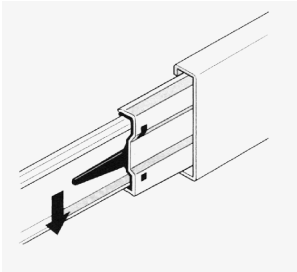
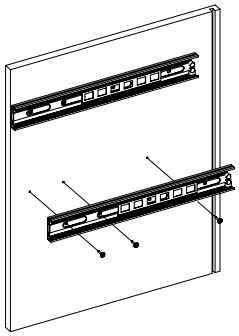

Рис.1
Рис.2
1. Подготовте детали к сборке. Отсоединить от основания телескопических направляющих внутренние планки, отогнув пластиковый рычажок фиксатора (Рис. 1). Основания телескопических направляющих закрепить на деталях 5, 6, 7, 8 шурупами 3,5х16 (Рис. 2).